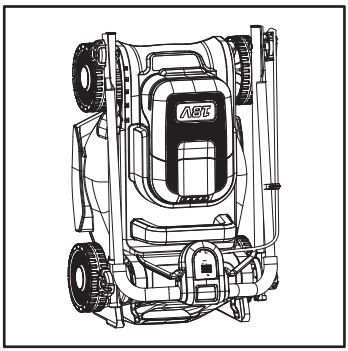

**Fig. 26**
10. Guarde el cortacésped en horizontal o en vertical (Fig. 26).